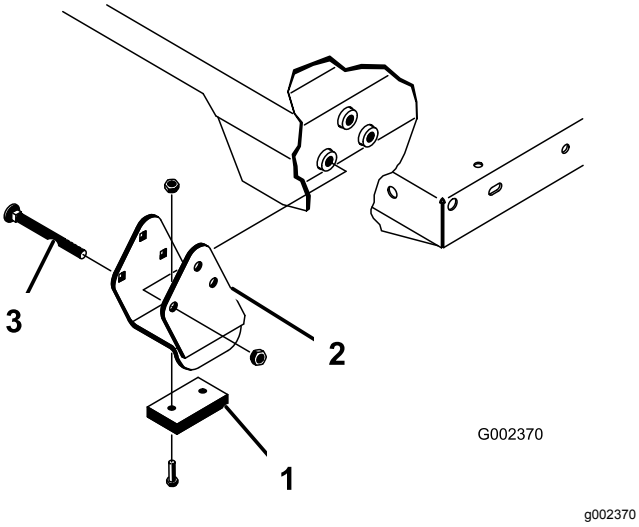

図 25
スペーサブラケットとウェアブロック図 25はキャリッジボルトで固定しますが、このボルトは必ず頭を車両の内側に向けてください。
2. 荷台を慎重に車両フレームの上に載せる 後部にある荷台のピボットプレートの穴とリアフレームチャネル鋼材の穴を揃えて、クレビスピンとリンチピン各2個を取り付ける図 25。
4. クレビスピンは荷台の外側から差し込み、リンチピンが荷台の外側に向くようにする図 25)。